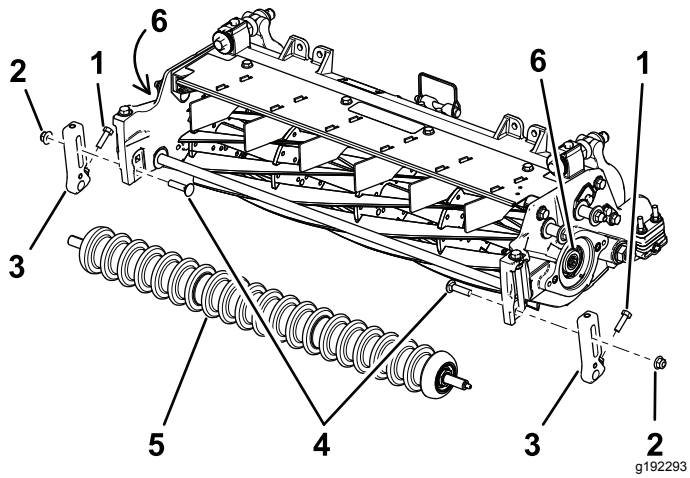

Figure 3
2. Remove the carriage bolts and locknuts securing the height-of-cut (HOC) brackets to the cutting-unit side plates (Figure 3).
3. Loosen the screws securing the height-of-cut brackets to the front-roller shaft (Figure 3).
4. Remove the existing height-of-cut brackets and the front roller from the cutting-unit side plates (Figure 3).
6. Remove and discard the existing splined insert from each end of the reel shaft using the reel driveshaft tool (Part No. TOR4074 for the 7-inch reel). Refer to Figure 3.